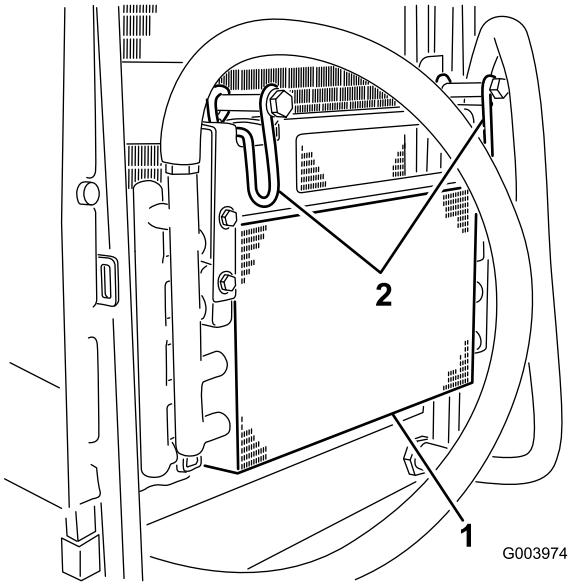

Figuur 60
6. Draai de vergrendeling naar binnen om de oliekoeler los te maken (Figuur 60).